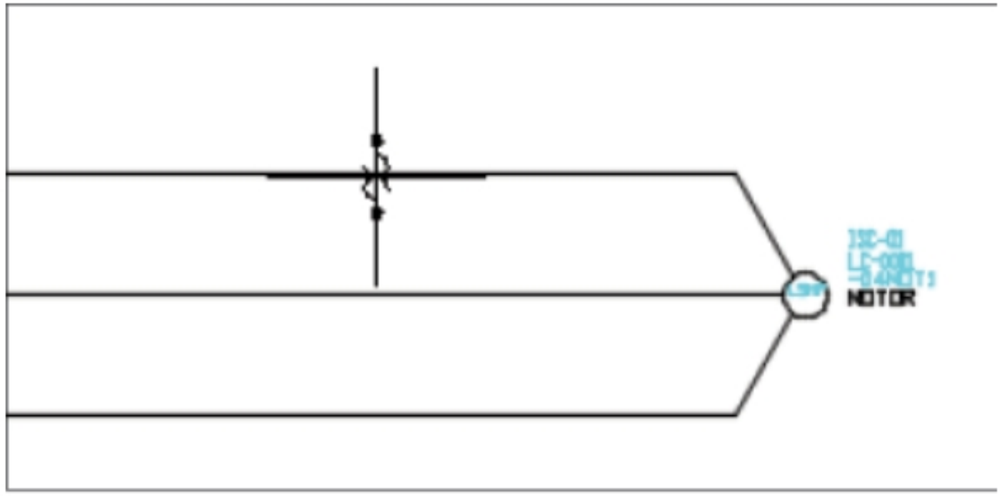
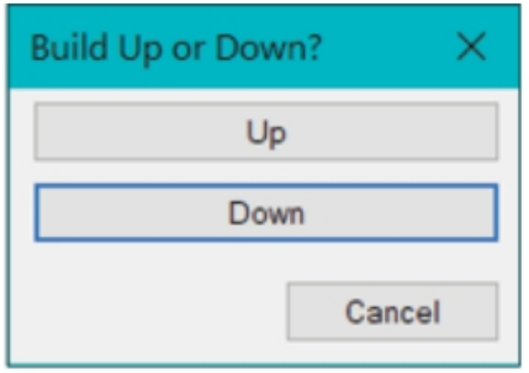

Figure-18. Placement of overload circuit breaker
Figure-19. Build Up or Down dialog box
- Click on the top wire of the wire bus; refer to Figure-18. The **Build Up or Down?** dialog box will be displayed; refer to Figure-19.